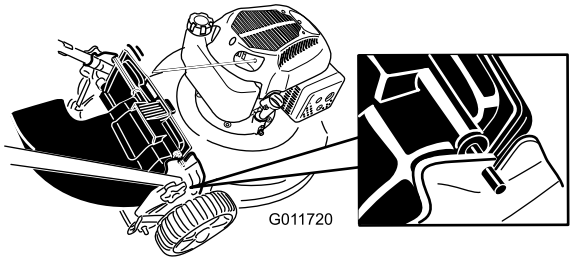

Figur 18
4. Før stangen på deflektoren til bagudkast ind i rillerne på plæneklipperen (Figur 18).